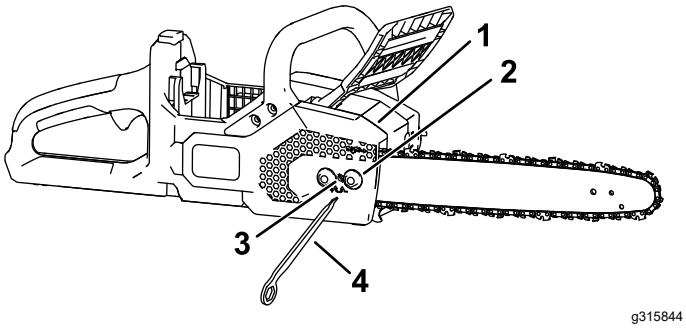

Figura 30
5. Usando la herramienta multiuso integrada, afloje las tuercas prisioneras de la cubierta lateral, pero no la retire (Figura 30).
7. Usando la herramienta multiuso integrada, ajuste la tensión de la cadena, y luego sujete la cubierta lateral a la motosierra apretando las tuercas prisioneras (Figura 30).
2. Retire la cubierta lateral aflojando las 2 tuercas prisioneras que la sujetan (Figura 30).
3. Afloje la cadena girando el tornillo de apriete de la cadena en sentido antihorario (Figura 30).